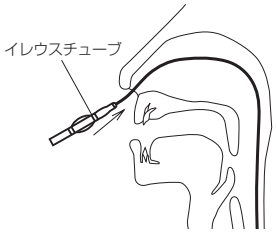

図19
4. ガイドワイヤーを本品の先端部に挿入し、本品後端の吸引用コネクターより引き出す。ガイドワイヤーに沿って、鼻腔よりチューブを徐々に進める。本品は挿入直前に潤滑液を内腔に塗布し、また表面にはキシロカインゼリーなどのチューブ挿入用薬剤を塗布する（**図19**）。（**使用方法1**の8項参照）